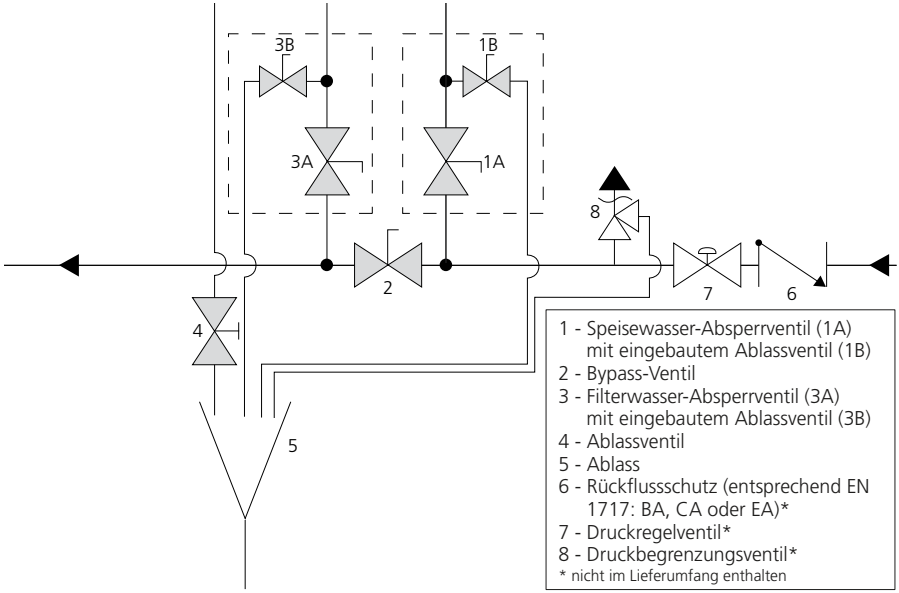

Abbildung 2: Partieller Rohrplan
Direkt auf dem Speise- und Filterwasserrohr des LineGuard (Abbildung 2, Position 1 und 3) ist jeweils ein Abschlussventil zu montieren. Zur Vereinfachung der Installation wird die Montage eines Abschlussventils mit integriertem Ablass empfohlen.
- Schließen Sie alle Abschlussventile (Abbildung 2, 1A, 2, 3A)
- Ist die Ablasskapazität zu niedrig, dringt Wasser aus der Ablassöffnung. Setzen Sie ein Ablassventil ein (4), um das zu verhindern. Das Ventil muss anschließend abgedichtet werden.